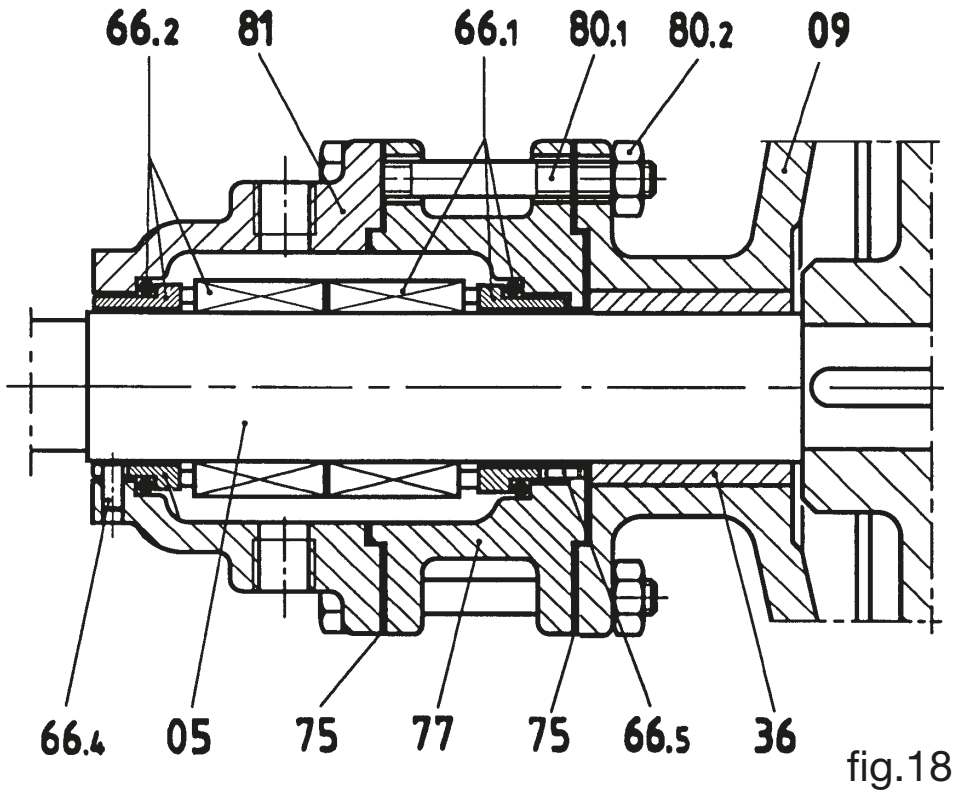

fig.18
11.11 Démontage de la double garniture mécanique ST8 (fig. 18)